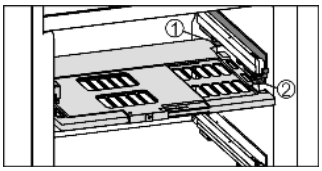

Fig. 14
▶ Установка пластины регулировки влажности: поперечные ребра крышки на пластине вставить через низ в задний держатель *Fig. 14 (1)* и защелкнуть спереди на держателе *Fig. 14 (2)*.